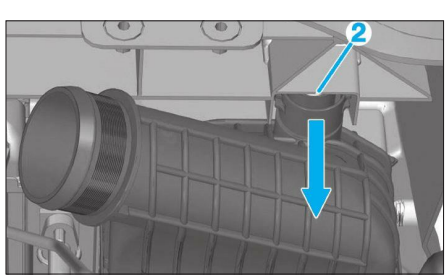

**Fig. 41**
- la fixation (2) **(Fig.41)**,